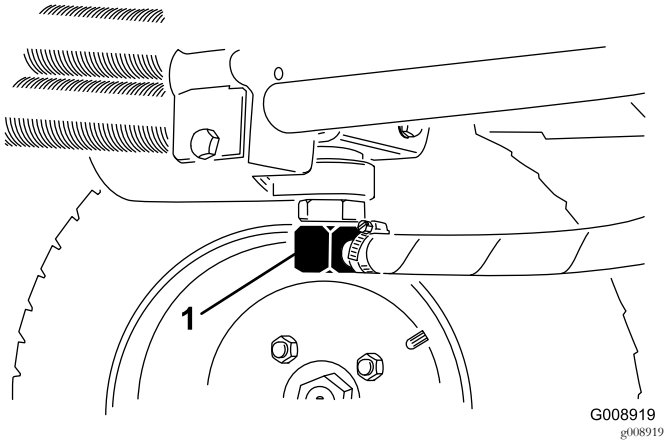
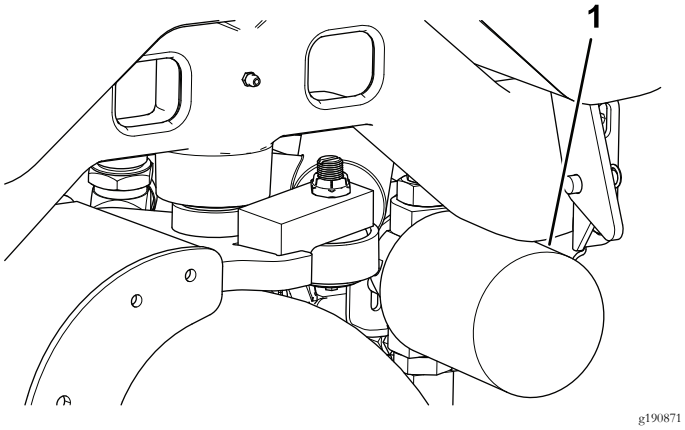

Figur 74
Figur 75
2. Lossa hydraulledningen (Figur 74) eller avlägsna hydraulfiltret (Figur 75) och låt hydraulvätskan rinna ned i ett avtappningskärl.
4. Placera ett avtappningskärl under filtret (Figur 75) och avlägsna filtret.